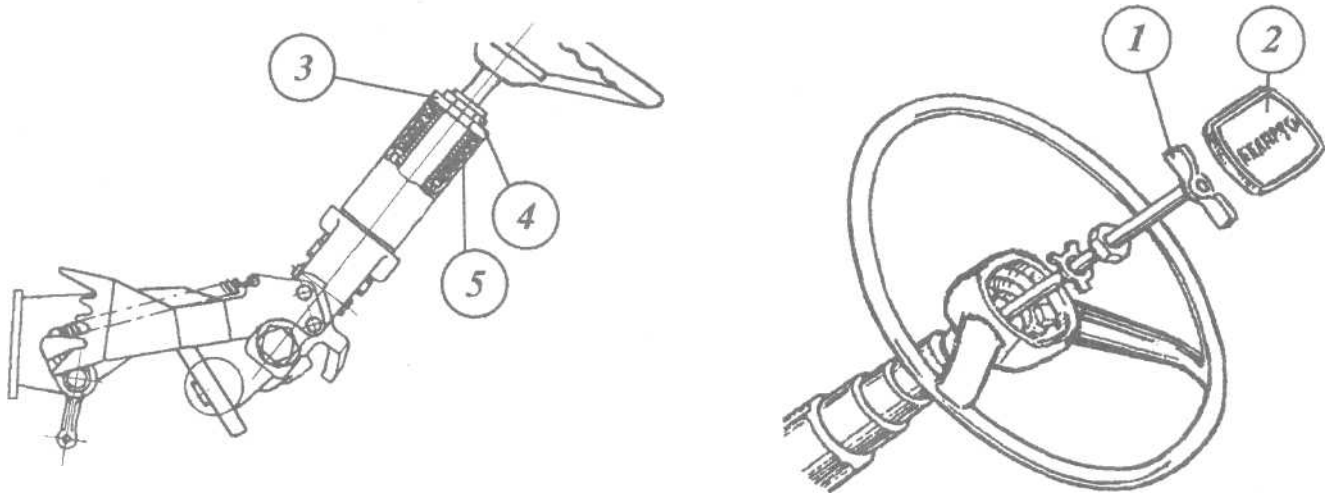

Рис. 4.25.
Для изменения положения рулевого колеса по высоте снимите крышку (2) (рис. 4.25), отверните на 3...5 оборотов винт (1) и, перемещая рулевое колесо вдоль оси рулевой колонки, установите его в выбранное положение, после чего заверните винт (1) и установите на место крышку (2).
Для предотвращения вибрации рулевого колеса следует затянуть гайку (3) (рис. 4.25) до соприкосновения с втулкой (5) при выбранных зазорах в соединениях, отвернуть гайку (3) на 1/2 -1 оборот и законтрить контргайкой 4.